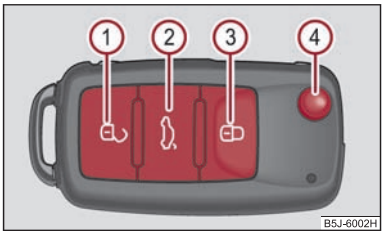

Fig. 31 Llave de radiotelemando
– Pulsar la tecla (1) ⇒ fig. 31 durante aprox. 1 segundo.
– Pulse la tecla (2) durante aprox. 1 segundos ⇒ página 41, fig. 31.